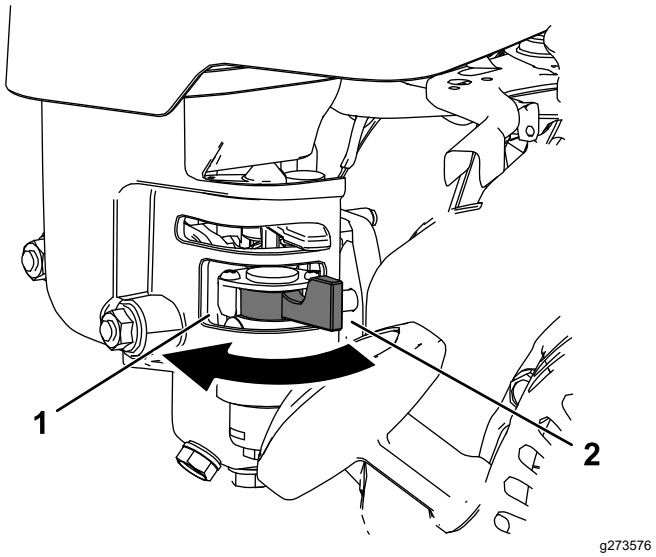

**Figuur 18**
- Om de brandstofafsluitklep te openen, draait u de hendel van de brandstofafsluitklep naar de handgreep van het startkoord (Figuur 18).
- Om de brandstofafsluitklep te sluiten, draait u de hendel van de brandstofafsluitklep weg van de handgreep van het startkoord (Figuur 18).